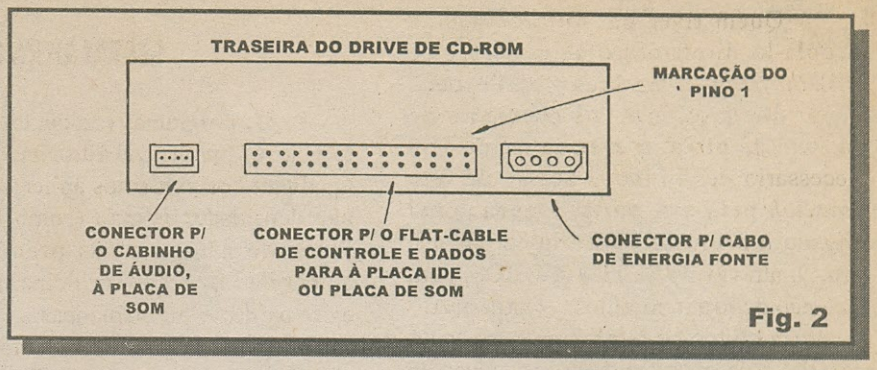

Fig. 2
- Observar a **FIG. 2** que mostra uma *traseira convencional* de *drive* de CD-ROM... As posições relativas dos três conectores pode variar de marca para marca, mas sempre *todos* eles estarão lá... Notar, especialmente, a identificação posicional do **pino 1**, presente no conector maior, destinado ao largo *flat-cable* de dados e controle...